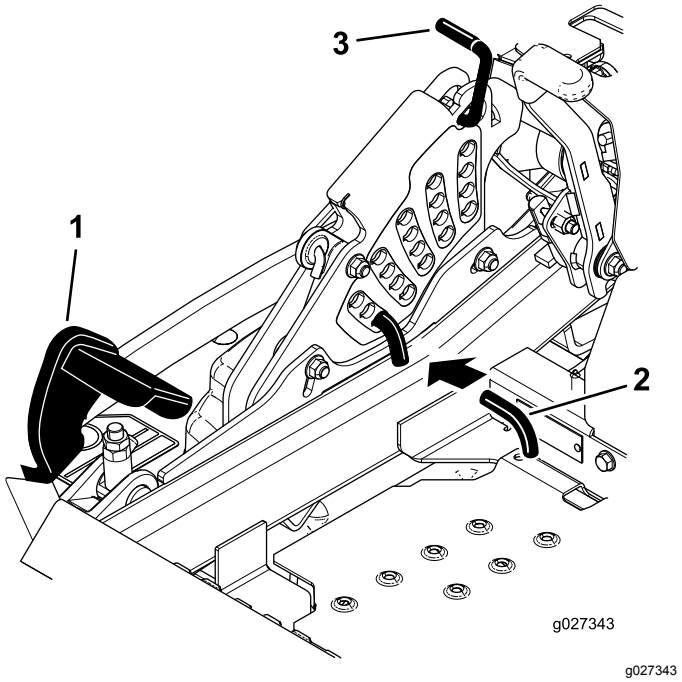

Figur 106
5. Tråkk løftepedalen for klippeenheten helt fremover slik at klippeenheten låses i transportstillingen på 14 cm (Figur 106).